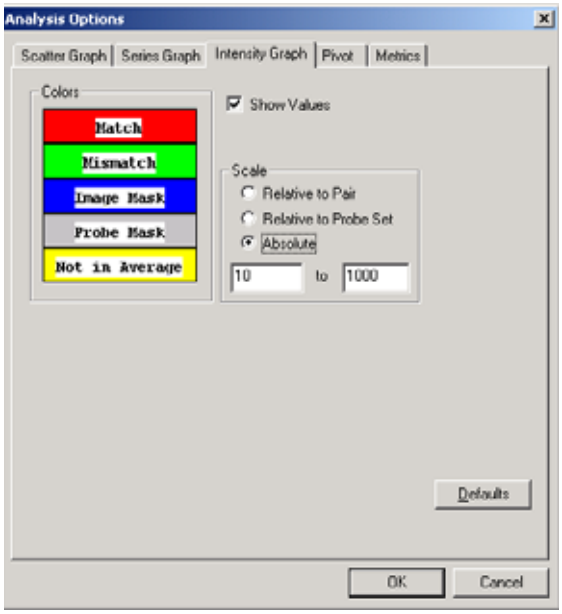

Figure 10.42
You can modify some display features of the intensity bar graph. The Analysis Options dialog box displays the user-modifiable features **(Figure 10.42)**.
⇒ The Analysis Options dialog box appears **(Figure 10.42)**
Absolute	Scales all probe pairs according to a user specified intensity range (for example, 10 to 1000 in **(Figure 10.42)**).
1. Click the color square of the item you want to change (for example, **Match** in **Figure 10.42**).